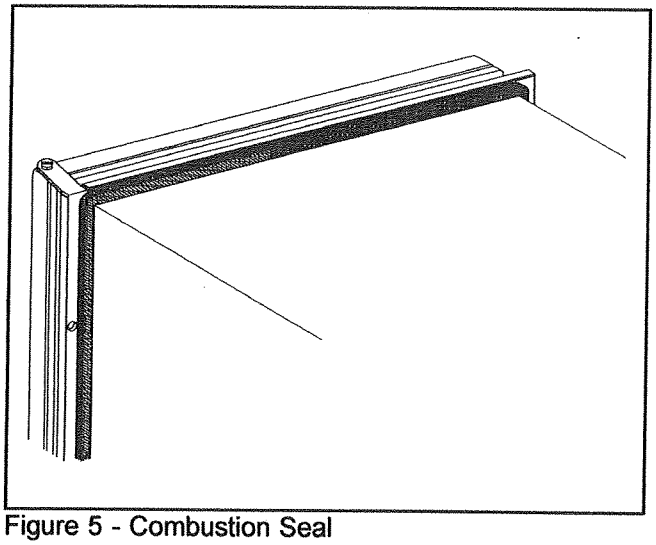

Figure 5 - Combustion Seal
c. Adequate seal between refrigerator mounting flange and cut-out opening (See Figure 5).
To insure complete isolation of the living space of the vehicle from refrigerator's combustion system assure the combustion seal is in place and not disturbed. (See Figure 5 below).